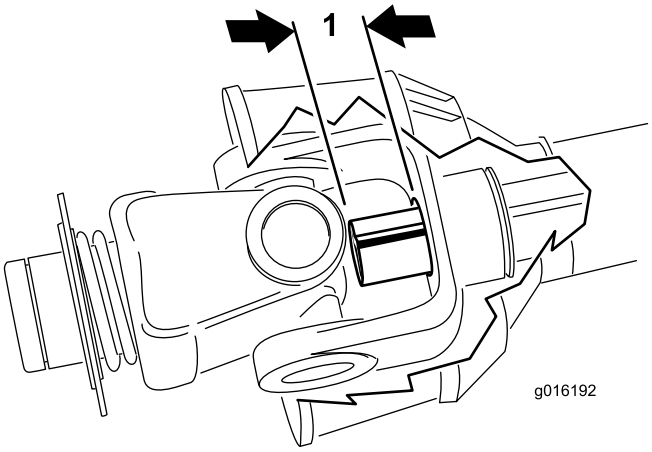

**Figur 16**
ut, inn i kryss- og lagringsdelene på det ytre røret (Figur 16). Hvis dette skjer, må du kutte **mer** av det indre røret for å løse problemet. Gå videre til neste trinn.
10. Mål hvor langt det indre røret stikker inn i kryss- og lagringsdelene på det ytre røret (Figur 16). Legg til denne avstanden til avstanden fastsatt i trinn 8.